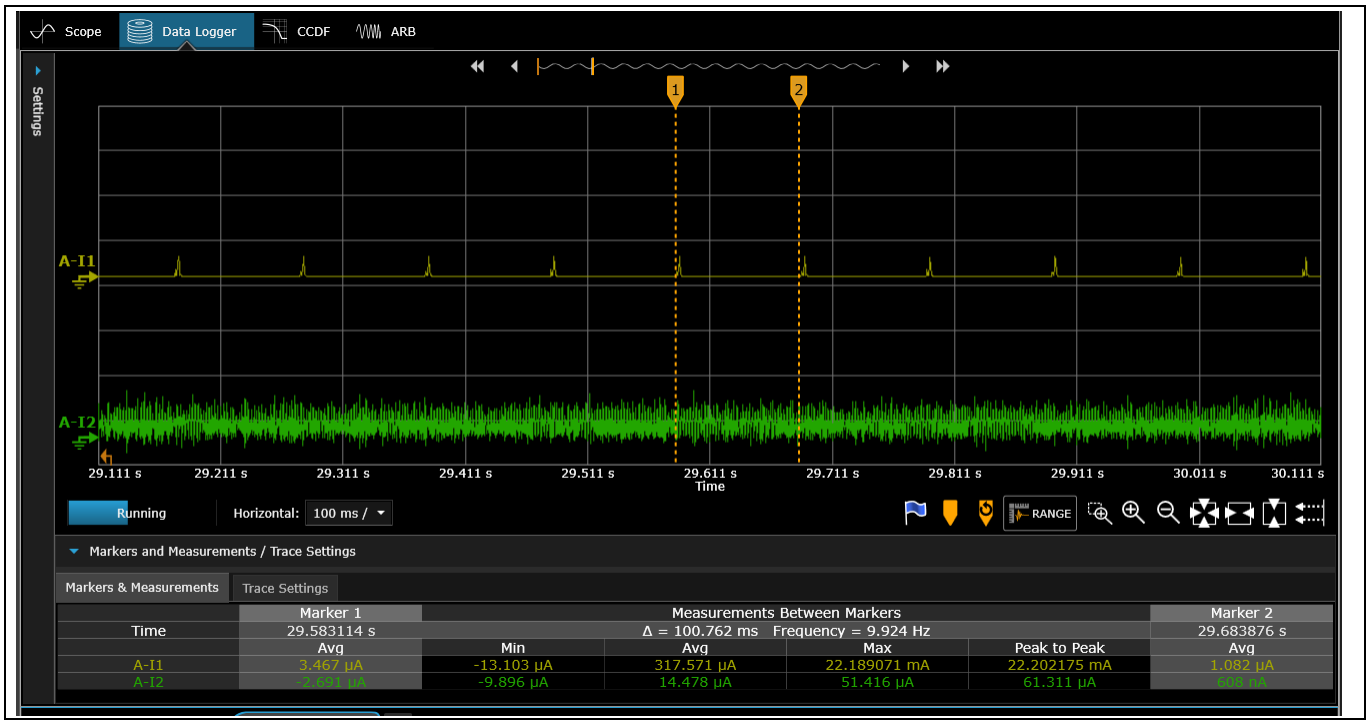

Figure 22　CY8CKIT-062S-43012 消費電力 (Associated、DTIM = 1, 2.4 GHz)
4. P6.VDD および VBAT で消費電力を監視します。Figure 22 に、ボードの初期化と AP との関連付け後の PSOC™ 6 MCU (P6.VDD) と AIROC™ CYW43012 Wi-Fi & Bluetooth®コンボチップ (VBAT) の両方の消費電力を示します。黄色のパルスは AIROC™ CYW43012 Wi-Fi & Bluetooth® コンボ チップの電流を表し、緑色のパルスは PSOC™ 6 MCU の電流を表します。AP は、ビーコン間隔が 100 ミリ秒で DTIM = 1、およびビーコン間隔が 100 ミリ秒で DTIM = 2 に設定されています。
Note:　Figure 22 は、シールドされていないテストセットアップで行われた測定を示しています。理想的なテスト条件 (シールド環境) での電力測定については、データシートを参照してください。